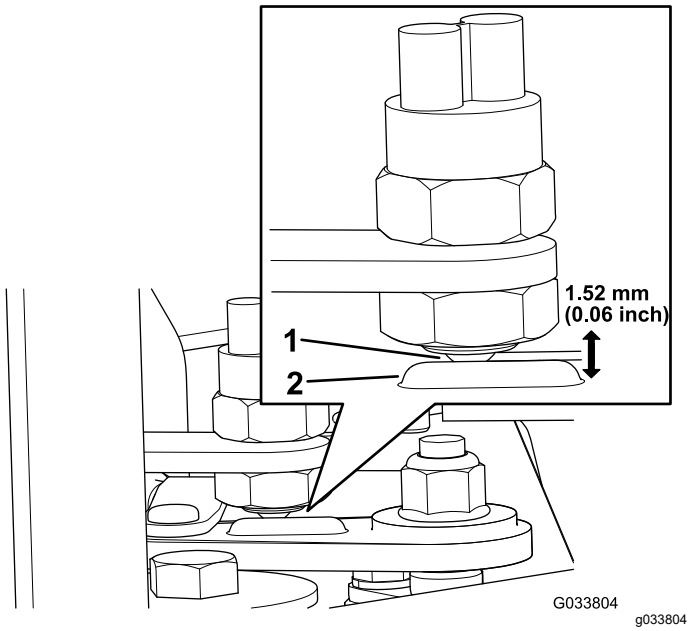

Figur 5
2. Kontrollera att kulbrytaren sitter framför utbuktningen på växelspaken (Figur 5).
3. Justera kulbrytarens djup så att det finns ett spel på 1,52 mm mellan växelspakens utbuktning och kulbrytarens framsida (Figur 5).